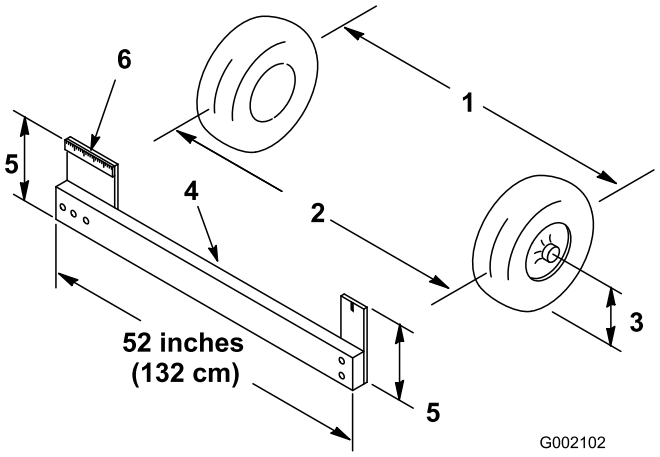

Figur 11
1. Mål afstanden mellem begge fordækkene ved akselhøjden ved både forsiden og bagsiden af fordækkene (Figur 11). Der skal bruges en opspændingsanordning eller en justeringsmåler til målingen bag på fordækkene ved akselhøjde. Brug den samme opspændingsanordning eller justeringsmåler til at foretage en præcis måling foran på fordækkene ved akselhøjde (Figur 11).